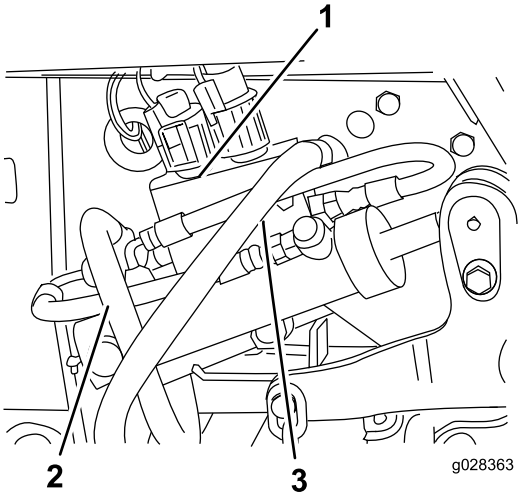

Figur 88
44. Før og forbind hydrauliktrykslangen og tankslangen til ventilen (Figur 88).